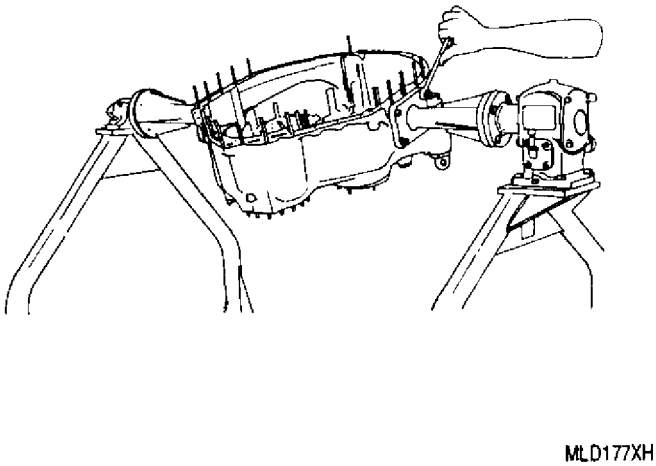

Figure 31. Installing Rear Housing in 6796987 Engine Component Stand
20. REAR HOUSING INSTALLATION INTO TURNOVER STAND, AND PLUGS AND OIL PRESSURE RELIEF VALVE INSTALLATION. (figure 31)
a. Install the rear housing in 6796987 engine component assembly and disassembly turnover stand using two 6797706 trunnion adapters (figure 31).